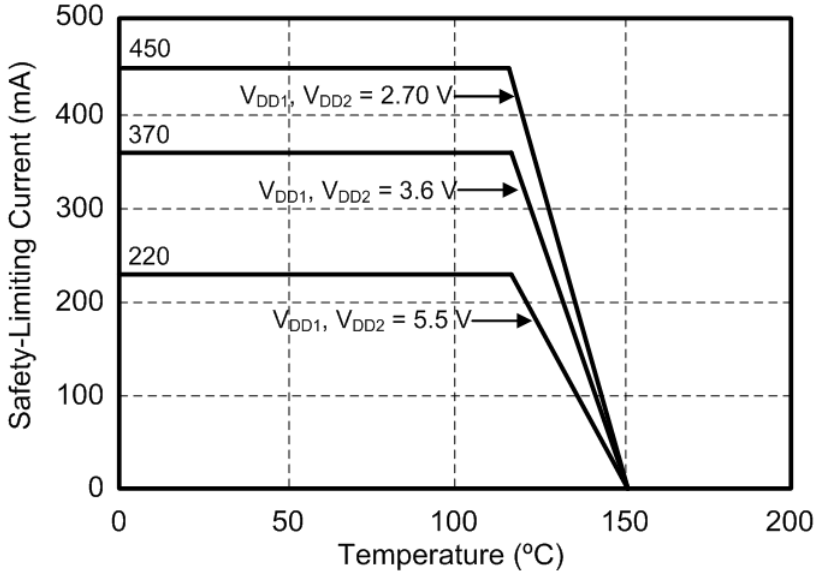
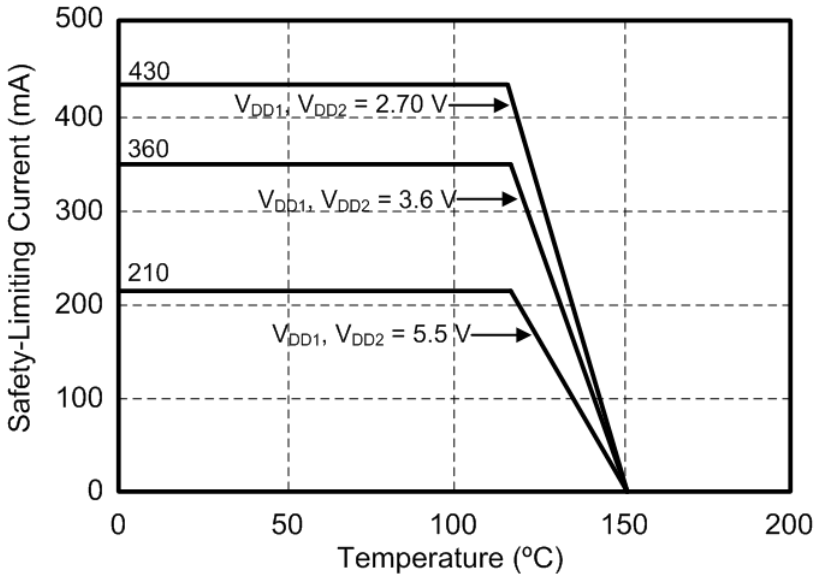

Figure 4.4. (WB SOIC-16) Thermal Derating Curve, Dependence of Safety Limiting Values with Case Temperature per VDE 0884-10
Figure 4.5. (NB SOIC-16, QSOP-16) Thermal Derating Curve, Dependence of Safety Limiting Values with Case Temperature per VDE 0884-10
1. Maximum value allowed in the event of a failure; also see the thermal derating curve in Figure 4.4 (WB SOIC-16) Thermal Derating Curve, Dependence of Safety Limiting Values with Case Temperature per VDE 0884-10 on page 27 and Figure 4.5 (NB SOIC-16, QSOP-16) Thermal Derating Curve, Dependence of Safety Limiting Values with Case Temperature per VDE 0884-10 on page 27.